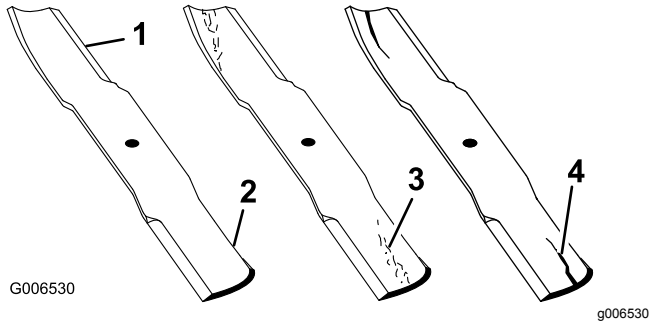

Figuur 102
1. Controleer de snijranden (Figuur 102).
4. Als u scheuren, slijtage of groefvorming in dit deel constateert, moet u direct een nieuw mes monteren (Figuur 102).